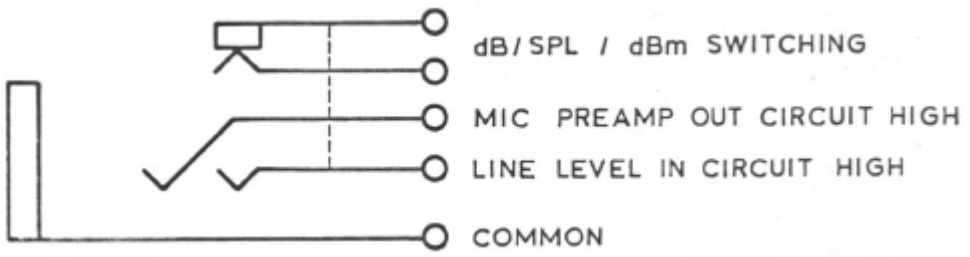

Figure 3.02
Please refer to Figure 3.02
3. See Section 3.01.03 and Figure 3.02
If a input signal is being fed to the System 200 Mainframe through its rear panel *LINE LEVEL INPUT CONNECTOR,* a dummy plug must be inserted in the front panel *LINE LEVEL INPUT CONNECTOR* so that the *dBm MODE* will be selected. Please refer to Figure 3.02